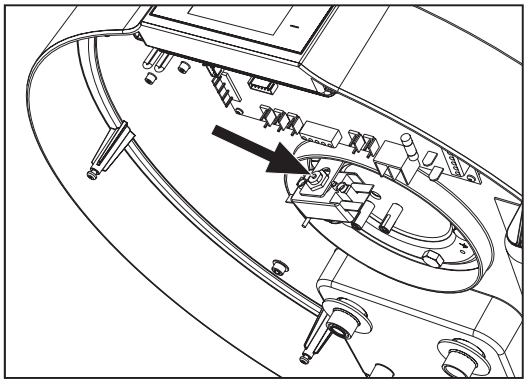

fig. 66 Réinitialisation du thermostat de sécurité
- Retirez le panneau avant et réinitialisez manuellement le thermostat de sécurité déclenché (fig. 66). En cas d'intervention, la broche centrale du thermostat sort d'environ 2 mm.